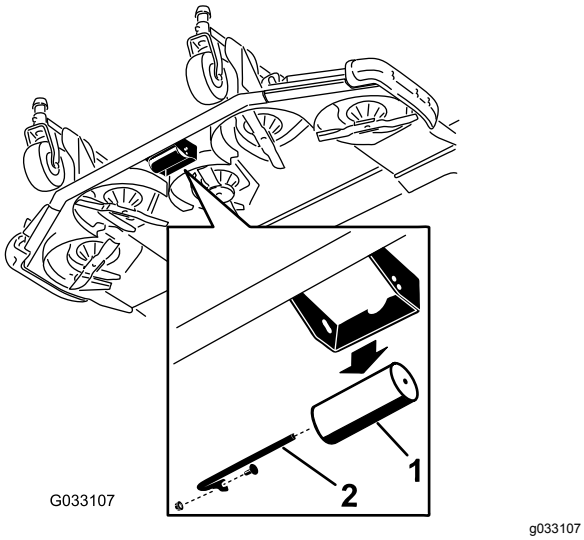

Figur 41
1. Fjern valseakselen, skruen og mutteren som fester valsen til klippeenhetsbraketten (Figur 41).